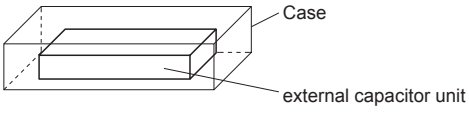

Fig.3.2 Installation example
■There is a possibility that it is not possible to cool enough when the external capacitor unit is used by the sealing up space as showing in Figure 3.2.